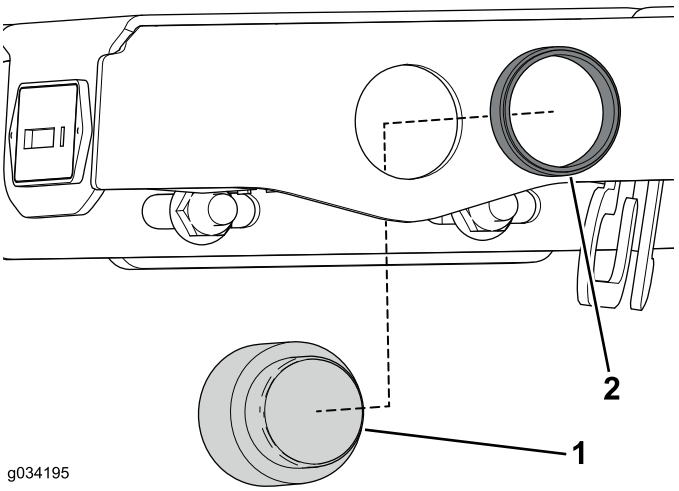

Figura 11
2. Rimuovete l'anello di ritenuta zigrinato sull'allarme e rimuovetelo dal gruppo consolle (Figura 11).